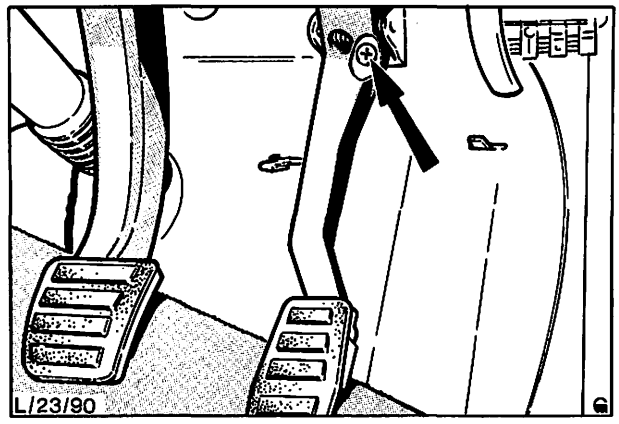
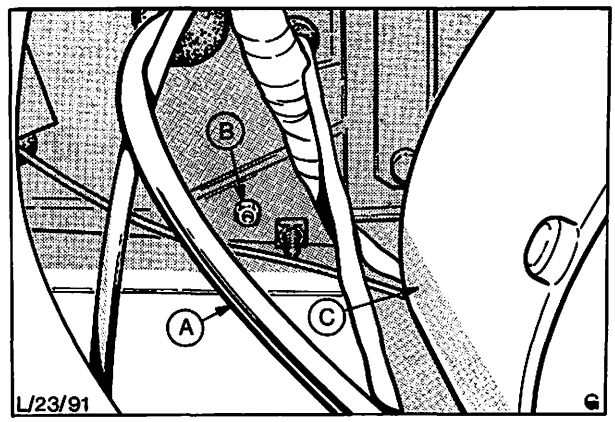

Abb. 199 Befestigungsschraube – Fahrpedal (im Fahrzeuginneren)
Abb. 200 Befestigungsmutter – Fahrpedal (im Motorraum)
5. Befestigungsschraube – Fahrpedal entfernen. Die Schraube ist vom Fahrzeuginneren her (Abb. 199), die Mutter vom Motorraum her (Abb. 200) zugänglich. Pedal komplett ausbauen.